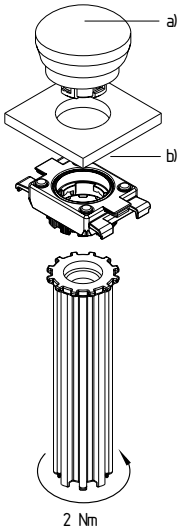

Fig. 2
1. Montaje de cabezal de Paro de Emergencia y brida de montaje con ayuda de la herramienta de montaje RMW mediante "giro a la derecha" (véase fig. 2):